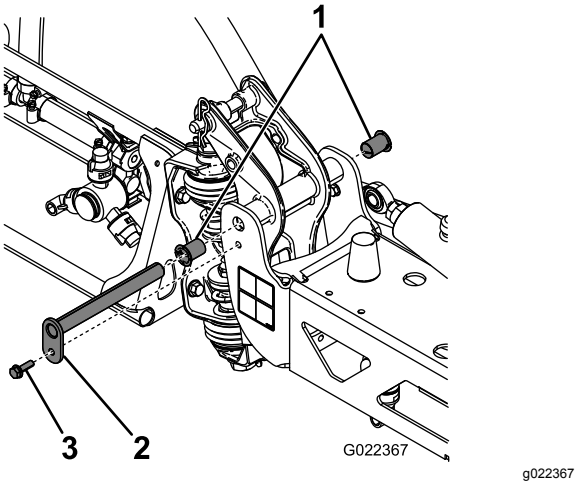

Figur 62
3. Når bommens vægt er understøttet, kan du fjerne den bolt og møtrik, der fastholder drejetappen på bommen (Figur 62).
4. Fjern bolten og møtrikken, der fastgør drejetappen, og fjern tappen (Figur 62).
6. Fjern og efterse nylonbøsningerne fra drejebeslagets for- og bagside (Figur 62).
7. Kom en lille smule olie på nylonbøsningerne, og monter dem på drejebeslaget (Figur 62).
8. Monter bommen og drejebeslaget på midterstellet, og placer hullerne korrekt (Figur 62).